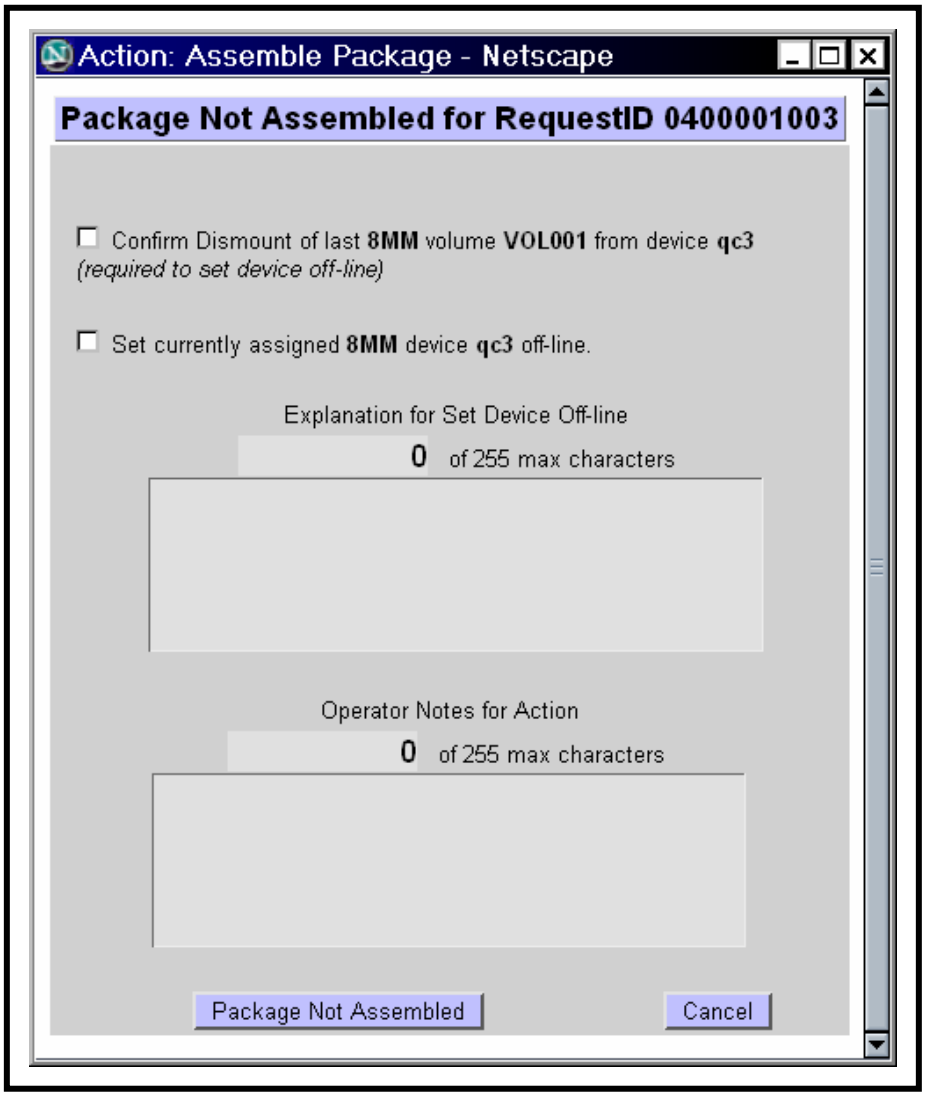

Figure 98. Package Not Assembled Page
The **Package Not Assembled** page (Figure 98) provides the full-capability operator with a means of indicating that the package was **not** assembled for shipment. The full-capability operator has the option of annotating the action.
- A **Package Not Assembled** dialogue box (Figure 98) is displayed.